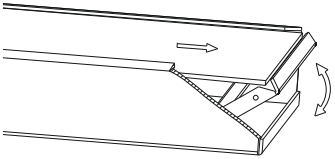

Рисунок 1
– на торце панели повернуть прижимную планку и по направляющим снять с панели рассеиватель (рисунок 1);